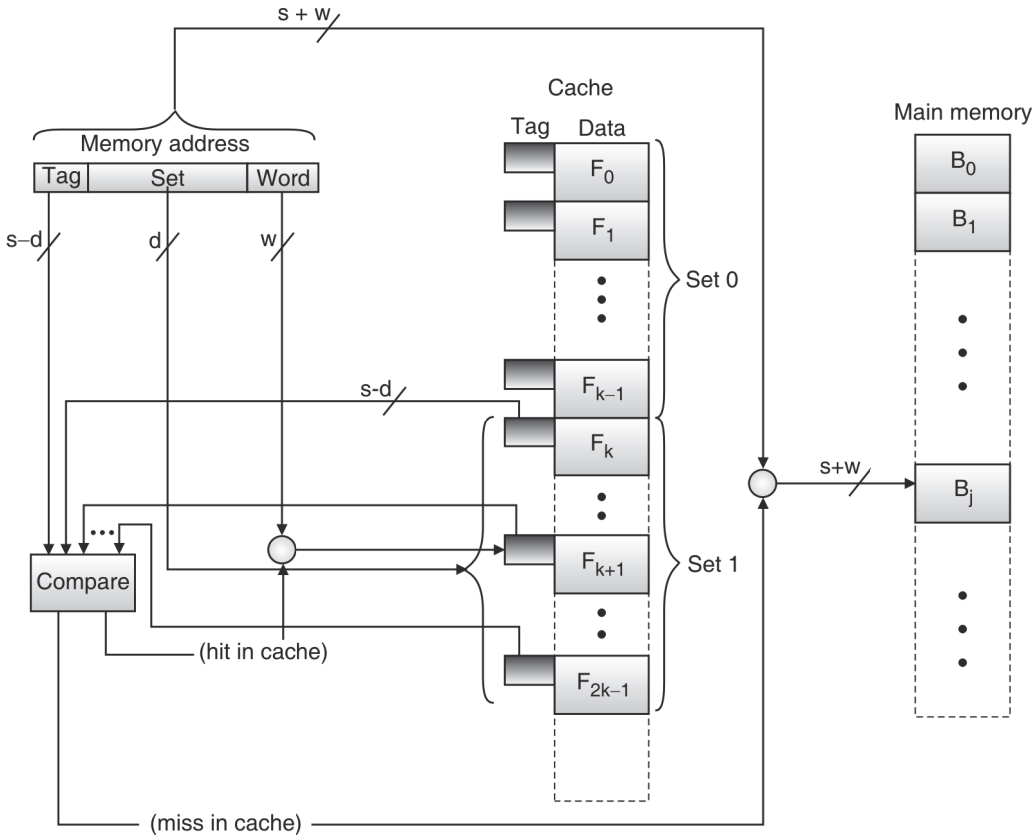

Fig. 5.4.3 : Set Associative Mapping
- Fig. 5.4.3 shows an example of Two Way Set Associative Cache Organization